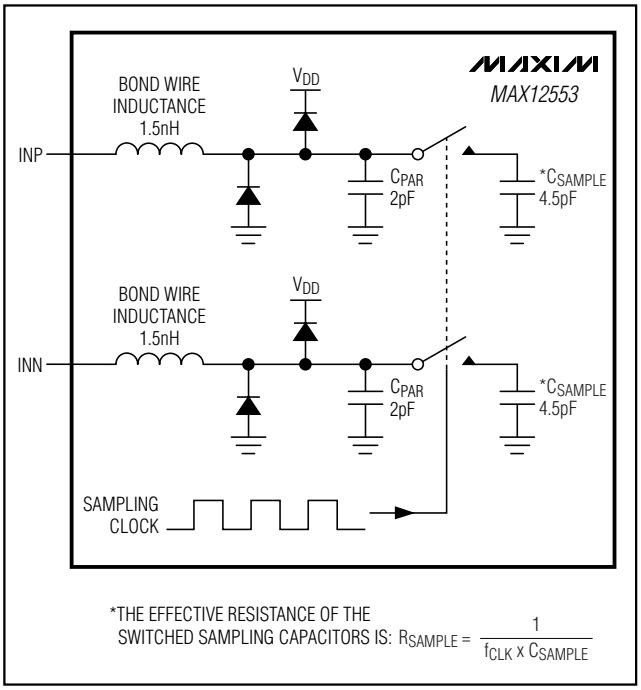
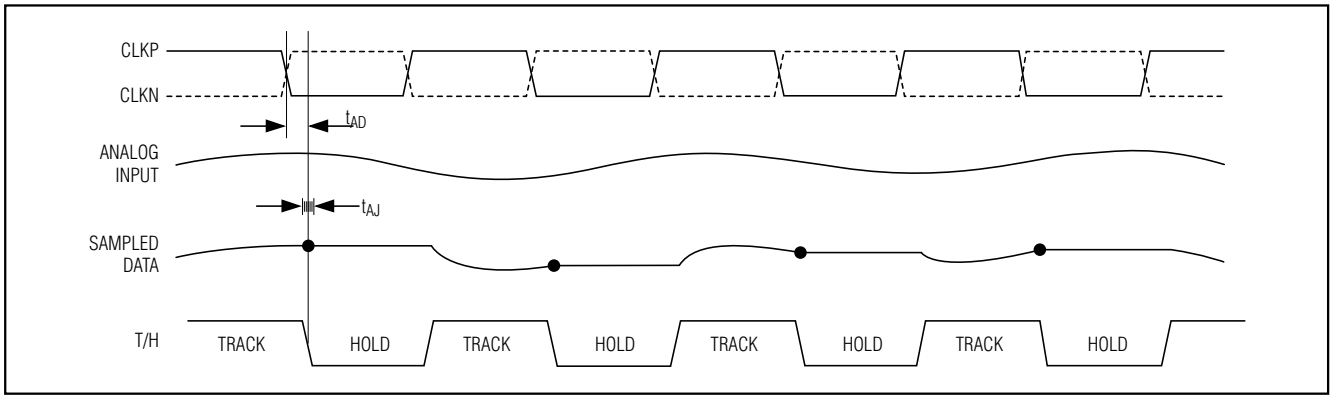

Figure 3. Simplified Input T/H Circuit
Figure 4. T/H Aperture Timing
Figure 3 displays a simplified functional diagram of the input T/H circuit. This input T/H circuit allows for high analog input frequencies of 175MHz and beyond and supports a common-mode input voltage of $V_{DD}/2$ ±0.5V.
The MAX12553 sampling clock controls the ADC's switched-capacitor T/H architecture (Figure 3) allowing the analog input signal to be stored as charge on the sampling capacitors. These switches are closed (track) when the sampling clock is high and open (hold) when the sampling clock is low (Figure 4). The analog input signal source must be capable of providing the dynamic current necessary to charge and discharge the sampling capacitors. To avoid signal degradation, these
- INP, INN analog inputs are disconnected from the internal input amplifier (Figure 3).